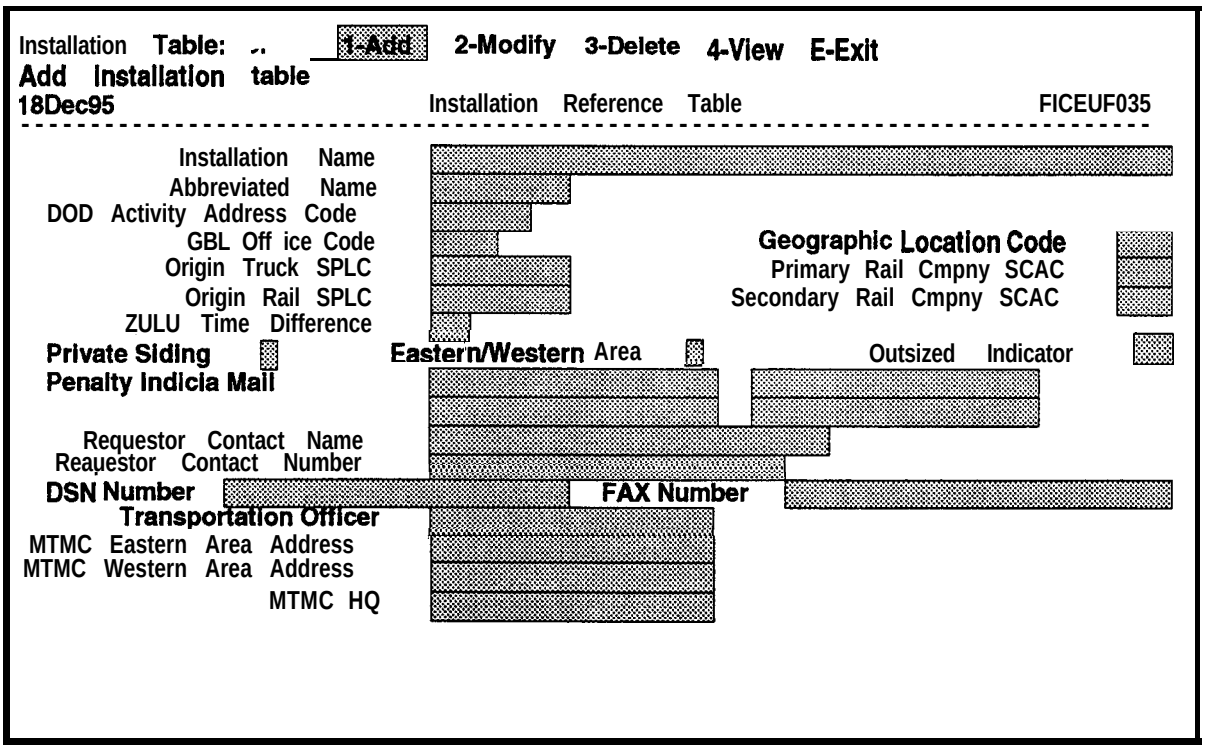

Figure 4-11. Installation Reference Table Screen
e. Select the **Add** option. The blank fields for the Installation Reference Table screen will be displayed as shown in Figure 4-11.